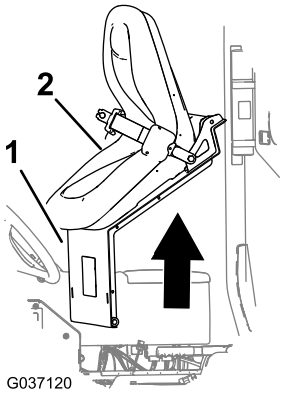

Figuur 6
5. Til de stoel en stoelplaat op en neem ze van de machine (Figuur 6).